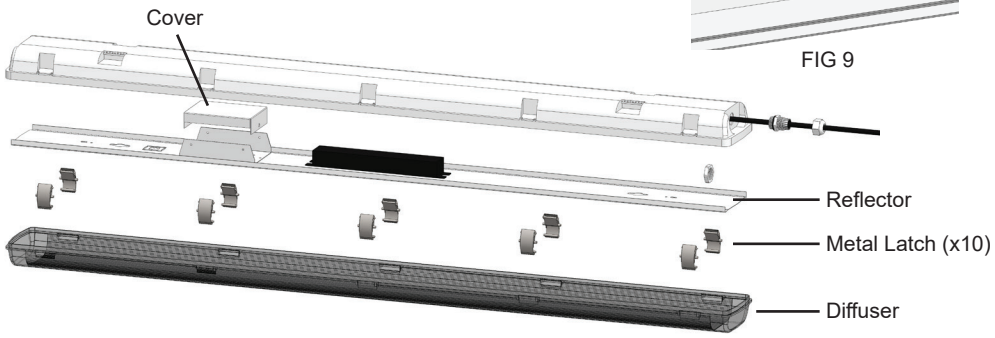

FIG 8
1. Release Metal Latches (x10) and remove Diffuser. (FIG 8)
3. Firmly pull to remove Cover over wire connections. (FIG 8)